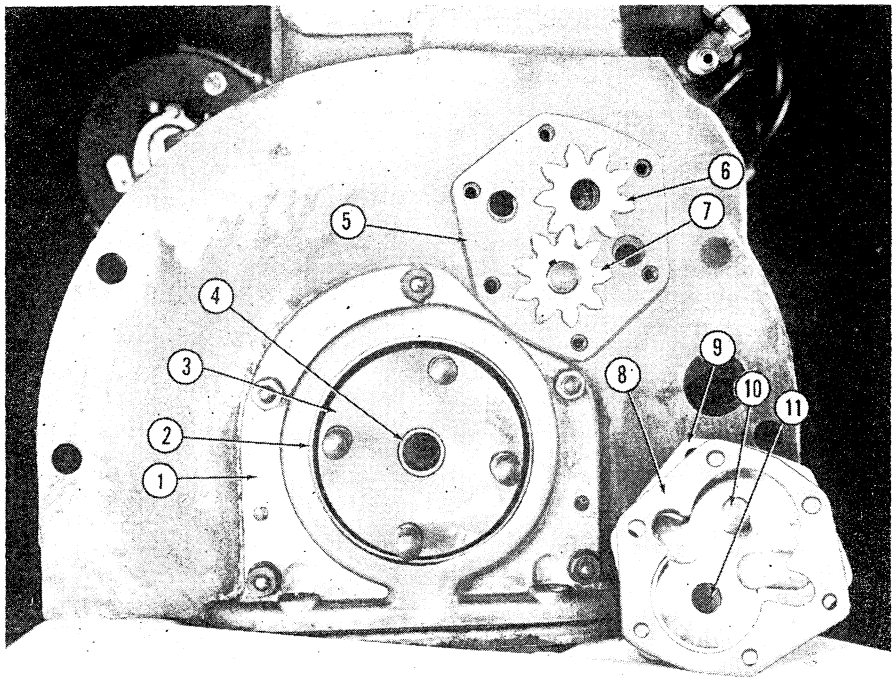

*Fig. MH11—Continental N62 oil pump assembly and crankshaft rear oil seal. Repairs on these units require removal of clutch and flywheel.*
26. Crankshaft rear seal is a spring-loaded type, pressed into a retainer which is fastened to the rear of cylinder block as shown in Fig. MH11. Renewal of seal requires splitting the tractor as described in Clutch section and removal of clutch and flywheel. When removing seal retainer, use a thin knife blade or feeler to separate oil pan gasket from the retainer. Press new seal in retainer so that lip will face towards inside of engine. Install seal carefully using oil to lubricate lip and make guide sleeve to guide it over crankshaft flange.
29. Pump is located on the rear machined surface of cylinder block as shown in Fig. MH11. Pump is driven by the camshaft. Removal of the pump requires splitting the tractor as outlined in Clutch section and removal of flywheel. A 0.007 thick lead gasket (8) is located between pump body (9) and cover plate (5). Between cover plate and engine is another gasket made of vellumoid. Idler gear shaft (10) is a press fit in the body; diameter of new idler shaft is .501. The body bore for drive gear and shaft assembly (7) contains bronze bushing (11); if bushing is worn it is recommended that new pump body with bushing be installed. Diameter of new drive gear shaft is .4985. Thickness of new drive gear or idler gear is .3735. Check pump for gear backlash which should not exceed 0.005. Gear to pump body side clearance should not exceed 0.004.